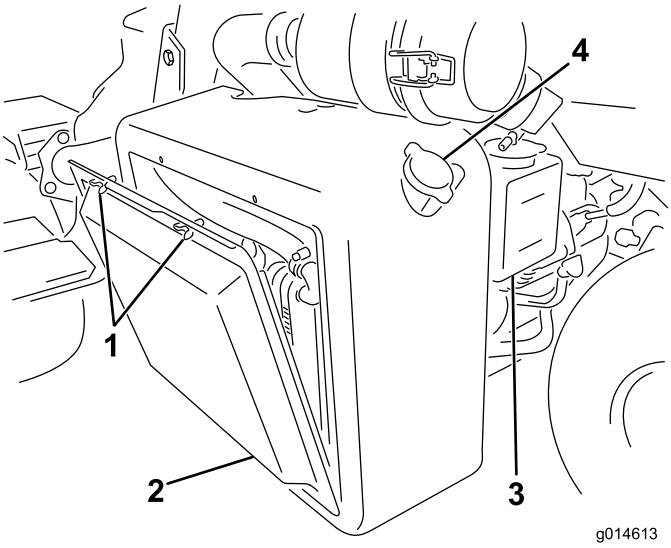

Figur 50
1. Afmonter kølergitteret (Figur 50).